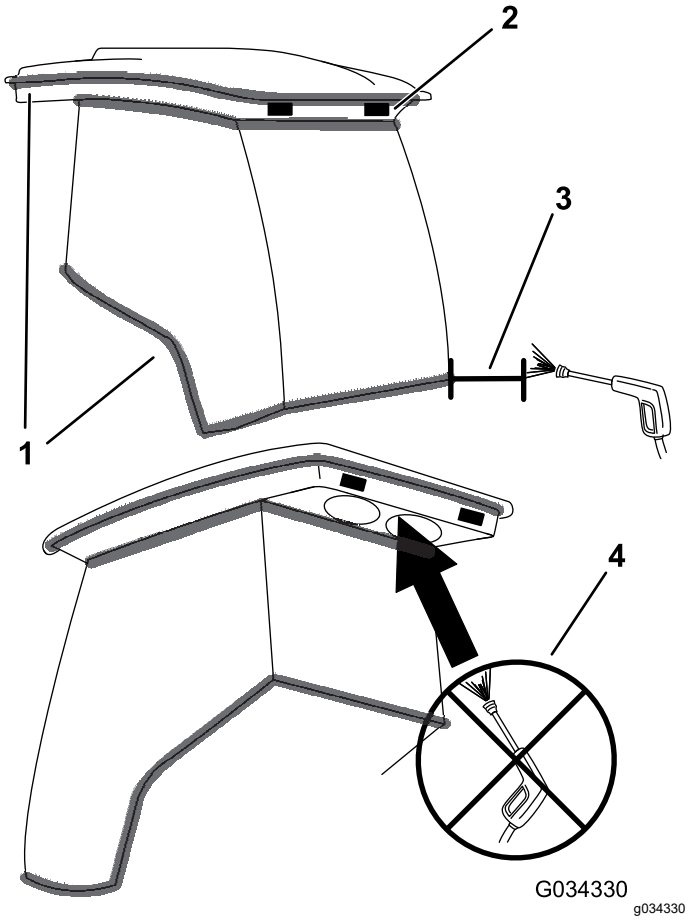

**Figura 86**
***Importante:*** **Prestate attenzione alle guarnizioni della cabina (Figura 86). Se utilizzate una lancia a pressione, mantenete l'asta di lavaggio ad almeno 0,6 m di distanza dalla macchina. Non utilizzate la lancia a pressione direttamente sulle guarnizioni della cabina o sotto la sporgenza posteriore.**